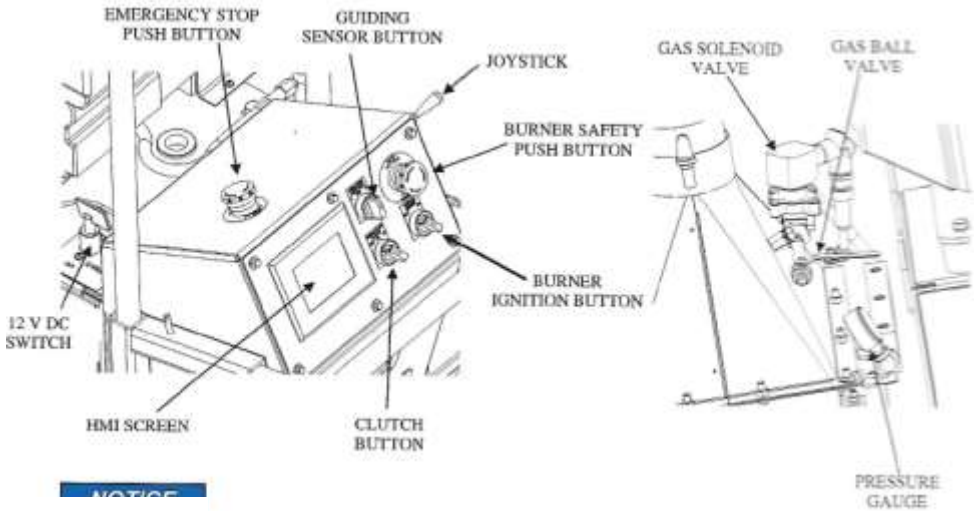

Fig. 3
b) Compare the illustrations with the unit to familiarize yourself with the controls and settings. (Fig.3)
i) Check that the propane gas line is connected to the propane inlet fitting on the unit. (See "Gas Ball Valve" – Fig. 3)